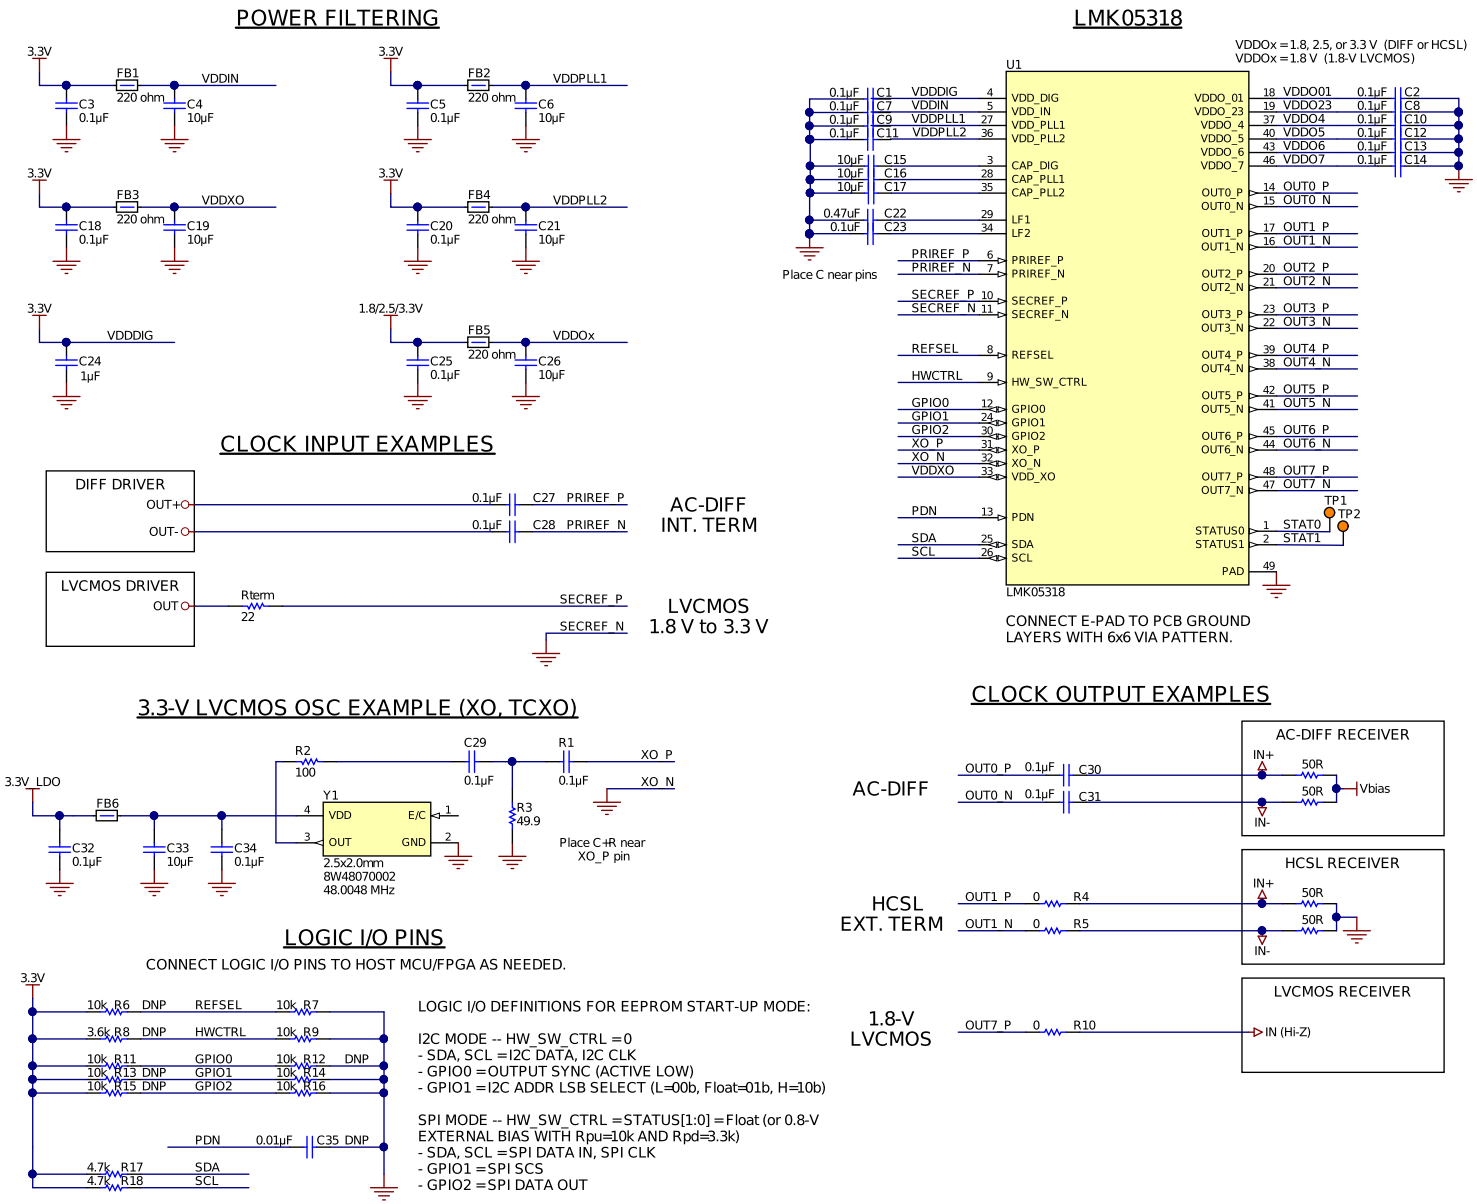

图 64. LMK05318 Reference Schematic Example
图 64 shows a reference schematic to help implement the LMK05318 and its peripheral circuitry. Power filtering examples are given for the core supply pins and independent output supply pins. Single-ended LVCMOS, AC-coupled differential, and HCSL clock interfacing examples are shown for the clock input and output pins. An external LVCMOS oscillator drives an AC-coupled voltage divider network as an example to interface the 3.3-V LVCMOS output to meet the input voltage swing specified for the XO input. The required external capacitors are placed close to the LMK05318 and are shown with the suggested values. External pullup and pulldown resistor options at the logic I/O pins set the default input states. The I^2C or SPI pins and other logic I/O pins can be connected to a host device (not shown) to program and control the LMK05318 and monitor its status. This example assumes the device will start up from EEPROM mode with an I^2C interface (HW_SW_CTRL = 0).
- For a 3.3-V LVCMOS driver, follow the OSC clock interface example in 图 64. Power the OSC from a low-noise LDO regulator or optimize its power filtering to avoid supply noise-induced jitter on the XO clock.
- Reference inputs: Follow the LVCMOS or differential clock input interface examples in 图 64 or *Clock Input Interfacing and Termination*.
- Clock output Interfacing: Follow the single-ended or differential clock output interface examples in 图 64 or *Clock Output Interfacing and Termination*.
- Power all the VDD pins with proper supply decoupling and bypassing connect as shown in 图 64.